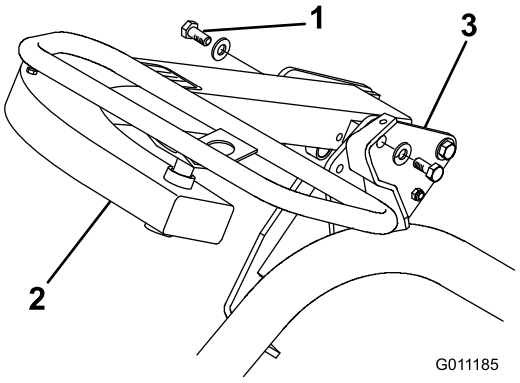

Figur 6
3. Vælg det ønskede monteringshul for at sikre operatørens komfort, og fastgør armen med to bolte (1/2 x 3/4 tomme) og spændeskiver (1/2 tomme) (en hver som løsdele) (Figur 6).